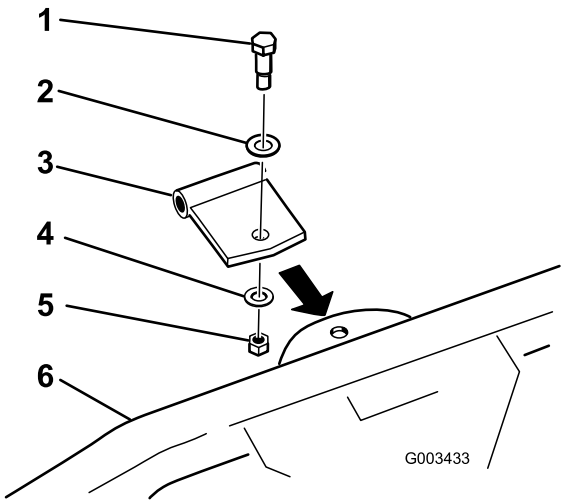

Figuur 13
2. Zet de rechte draaibeugel vast aan de geveerde hark met een schouderbout, ring (0,531 x 1,063), ring (0,469 x 0,922) en borgmoer (7/16 inch) zoals wordt getoond in Figuur 13.